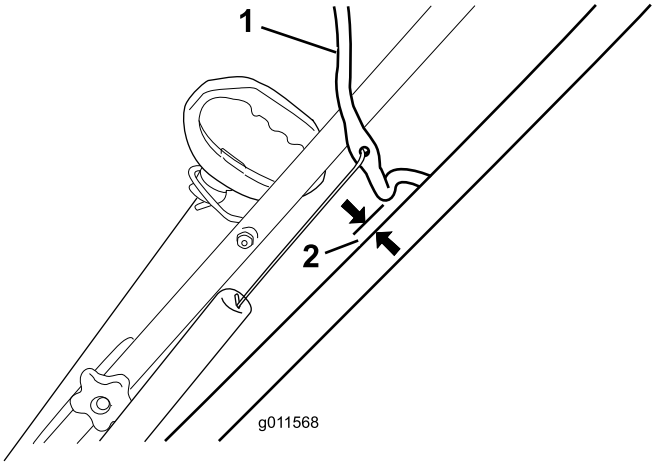

**Rysunek 9**
Przesuń dźwignię sterującą do tyłu w stronę uchwytu, aby usunąć luz linki sterującej (Rysunek 9).
**Informacja:** Upewnij się, że między dźwignią sterującą i uchwytem jest szczelina 2-3 mm (Rysunek 9).